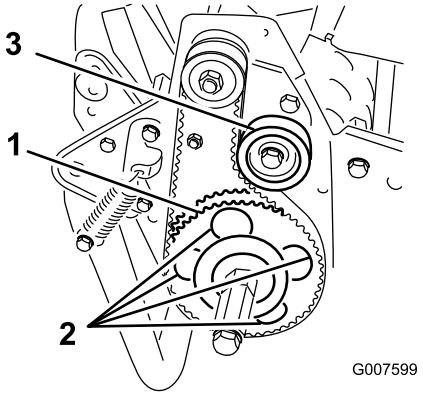

Figur 45
7. Vrid drivskivan tills hålen passar in med de fyra rullagrens flänsskruvar (Figur 45).
11. Justera remspänningen och dra åt mellanremskivans fästskruv (Figur 45).